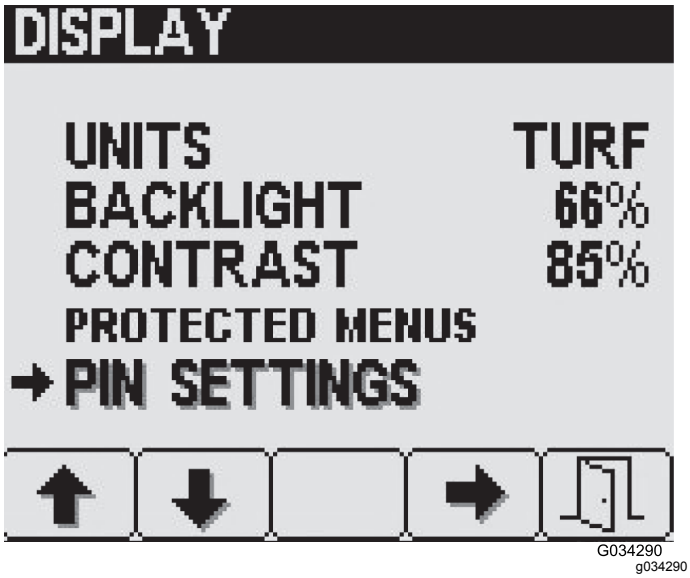

Figur 31
1. På Visningsmeny-skjermen, trykk på knapp 2 for å navigere til Innstillinger-alternativene for PIN-koden, trykk deretter på knapp 4 for å velge PIN-kodeinnstillinger (Figur 31).
1. På Innstillinger-skjermen for PIN-kode, trykk på knapp 2 for å navigere til alternativet Endre PIN og trykk deretter på knapp 4 for å velge Endre PIN (Figur 31).